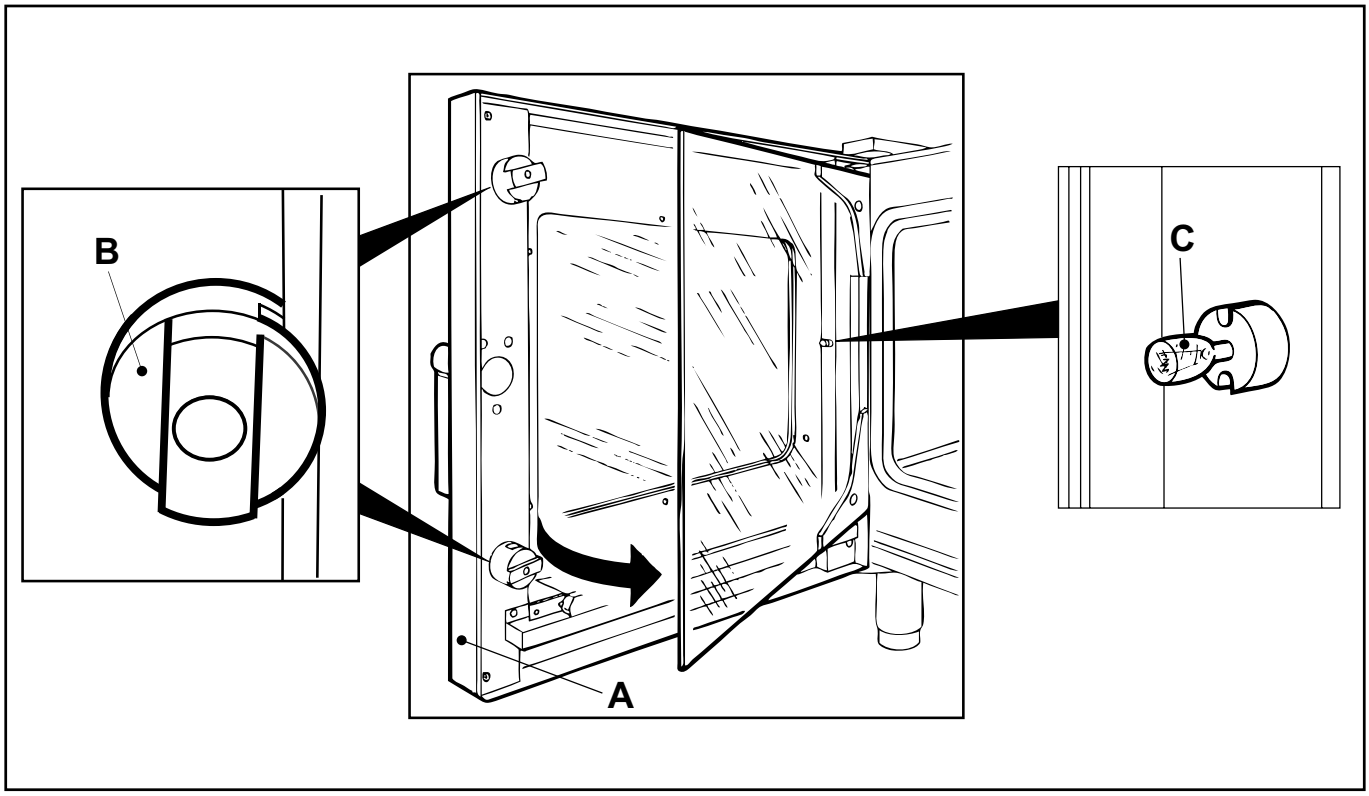

fig. 9
1) Ouvrir la porte du four (**A** - fig. 9).
2) Tourner les cliquets en plastique (**B** - fig. 9) de blocage de la vitre interne et l'ouvrir en livre.
3) Remplacer l'ampoule (**C** - fig. 9).